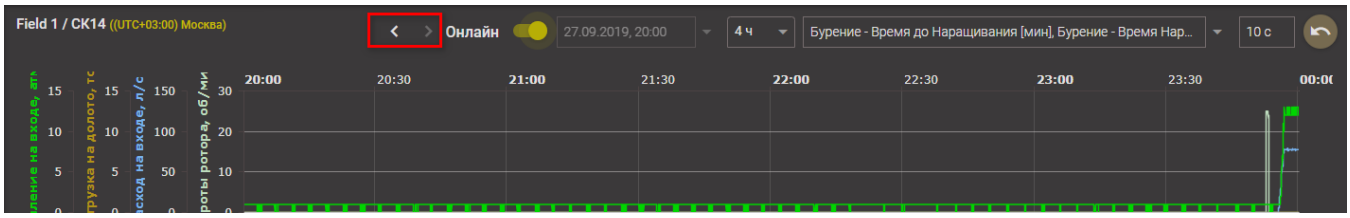

Рис. 2.102
2. Изменение интервала отображения данных на графиках (сдвиг по времени назад / вперед (рис. 2.102);